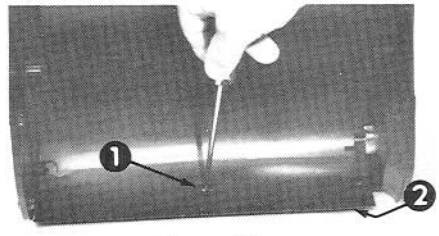

Figure 16
2. Enlevez les trois vis et contre-écrous retenant le grattoir. Enlevez le grattoir (Figure 16).